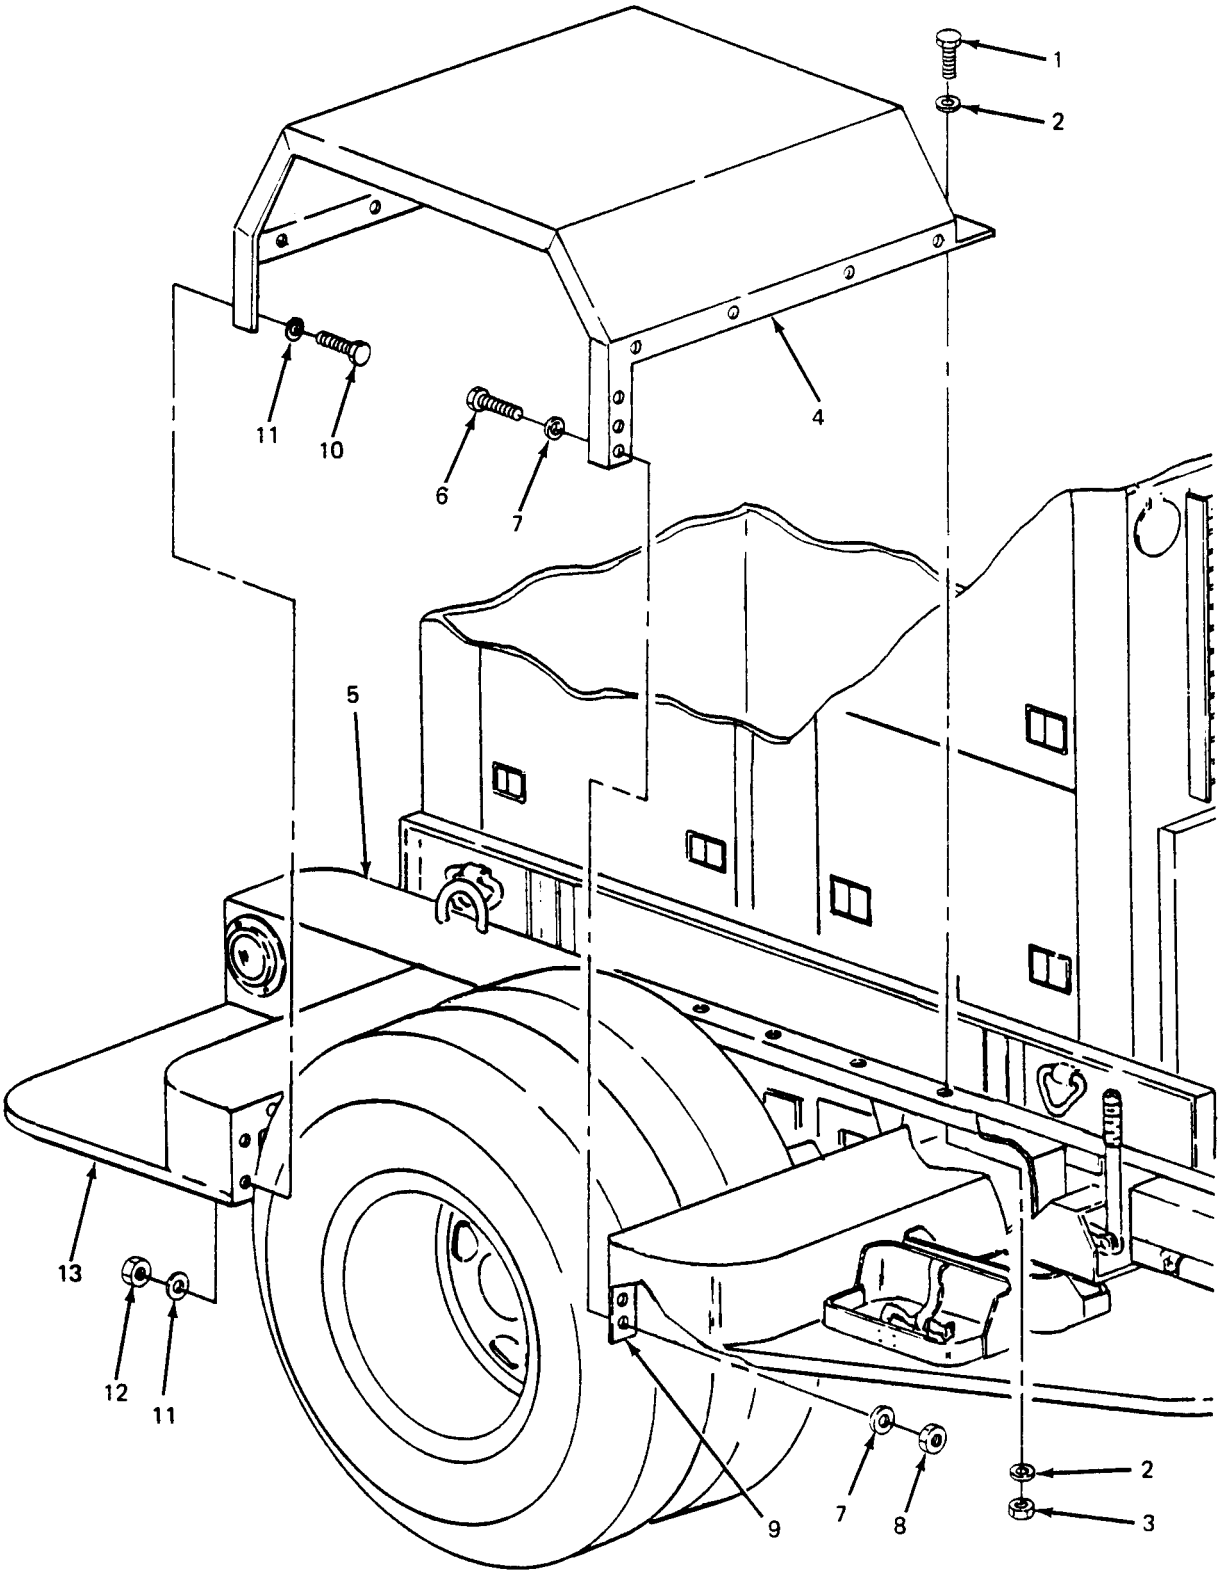

Figure 4-10. Fender Replacement.
4-22. Fender Replacement. (See figure 4-10.) The trailer assembly fenders are symmetrical, and replacement procedures are the same for each.
(1) Remove five screws (1, figure 4-10), ten flat washers (2) and five nuts (3) securing fender (4) to trailer frame (5).